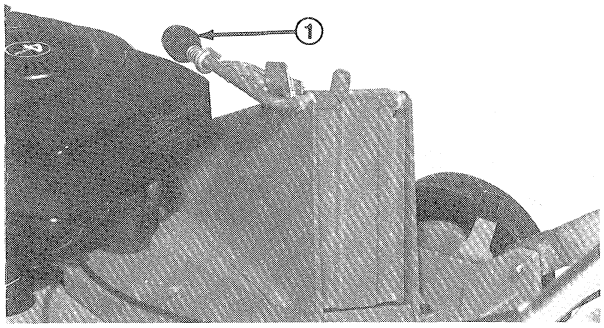

Figure 19
2. Assure chute door handle is fully forward and lockout lever is released into catch (Fig. 19). The chute door of mower housing is now closed.